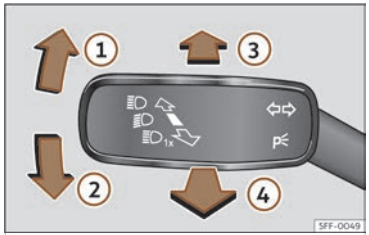

Fig. 79 Palanca de intermitentes y de luz de carretera (según versiones).
- Desde la posición base, pulse hacia delante la palanca de los intermitentes y luz de carretera ››› fig. 79 ③.
- **O BIEN:** si el asistente de luz de carretera está conectado, tire hacia atrás de la palanca de los intermitentes y de luz de carretera ››› fig. 79 ④.